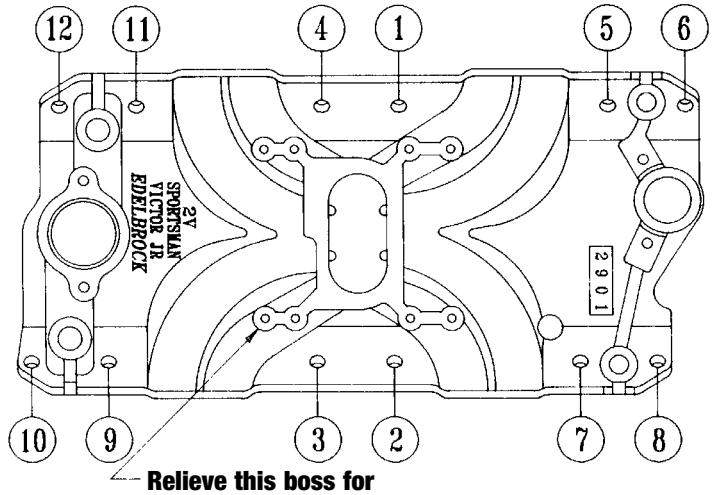

Figure 1 - Tightening sequence
- **CARBURETOR SPACERS & ADAPTERS**—Manifold accepts all four barrel adapters and restrictor plates as required in some classes. No adapter is required to mount standard Holley two barrel carburetors to manifold if manifold is relieved in area indicated in Figure 1. Manifold comes with special carb gasket matching plenum flange. Additional carb gaskets are available as #6940 (six gaskets per package).